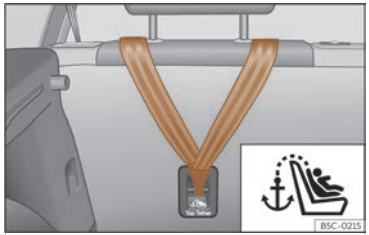

Abb. 36 Rückseite der Rücksitzbank: Verankerung für den Top Tether Haltegurt.
Kindersitze mit dem Top Tether-System sind mit einem Gurt für dessen Befestigung am Verankerungspunkt des Fahrzeugs ausgestattet. Dieser Verankerungspunkt befindet sich im hinteren Teil der Rückenlehne des Rücksitzes (mit dem Symbol gekennzeichnet) und bietet einen besseren Rückhalt ››› **(Abb. 36)**.
- Den Haltegurt verschieben und ordnungsgemäß an der Verankerung des hinteren Teils der Rückenlehne befestigen ››› **(Abb. 36)**.